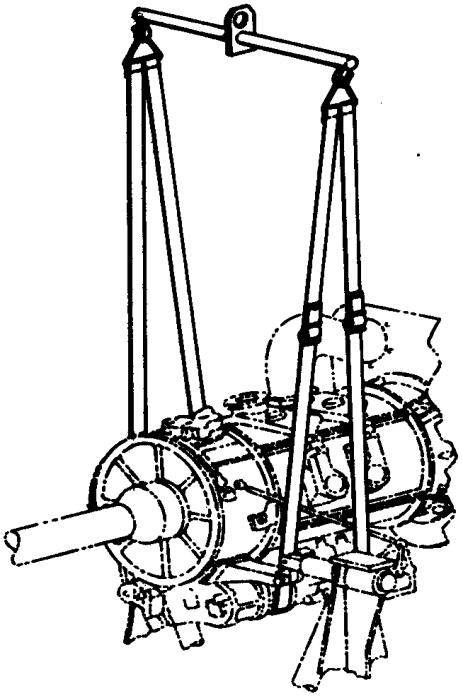

Figure 5. 6795866 Accessory Drive Housing Assembly Lifting Sling
t. To install accessory drive housing from bottom, use procedures in paragraph 3 except use 6795866 lifting sling (figure 5).